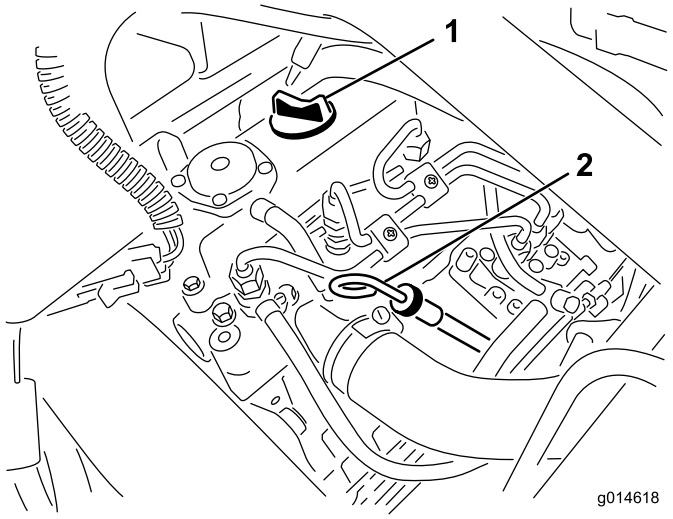

Figur 25
2. Ta ut oljestickan och torka av den med en ren trasa (Figur 25). Sätt ner oljestickan i röret och se till att den sitter fast ordentligt. Avlägsna oljestickan från röret och kontrollera oljenivån. Om oljenivån är låg, tar du av påfyllningslocket från ventilhuset och häller **sakta** på tillräckligt med olja tills nivån når upp till markeringen ”Full” på oljestickan. Fyll sakta på oljan och kontrollera nivån med jämna mellanrum. **Fyll inte på för mycket.**